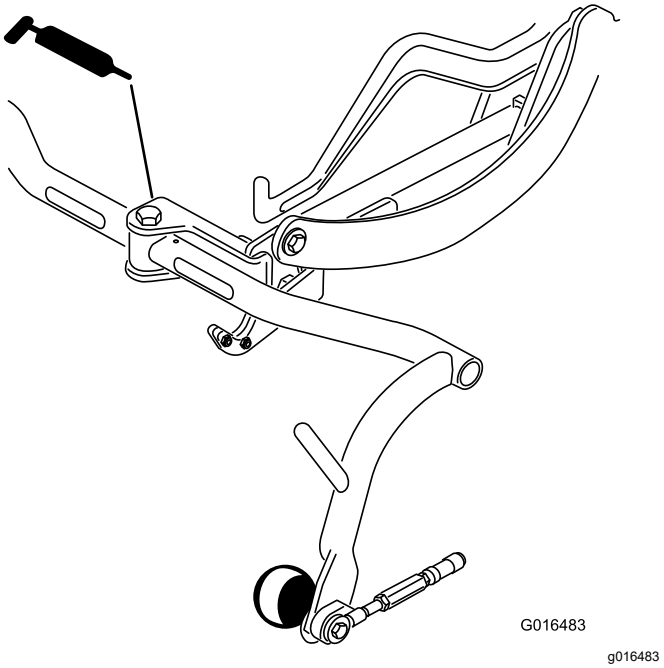

Figur 29
- Bärramens vridfäste (3) (Figur 29)